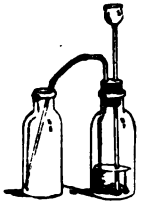

Fig. 41.
Supplies: apparatus as in Fig. 41, recs., test tubes, litmus sol., lime water, HCl, splint, glass tube, e.d.
1. Arrange a gas gen. as in Fig. 41, have 2 open recs. and 3 test tubes, one of which contains about 5^{cc} of blue litmus sol., and each of the others 5 or 10^{cc} of clear lime water, $Ca(OH)_2$, sol.